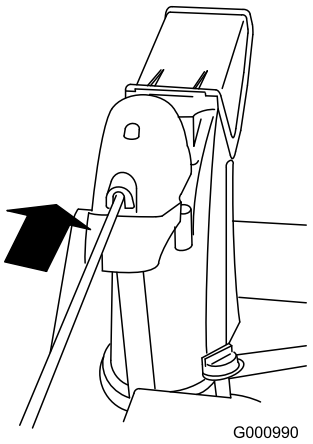

Figur 16
4. För in stångens främre ände i öppningen bakpå kåpan som sitter över kugghjulet på utkastaren tills den glider in i kugghjulet (Figur 16).